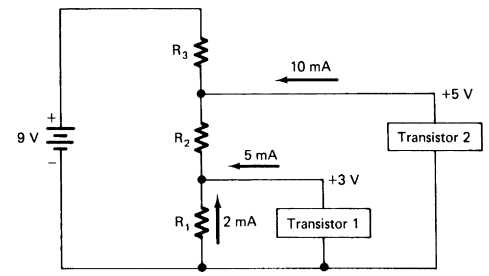

FIGURE 3-6F Voltage-divider circuit as transistor supply.
3. Two transistors are to be supplied the following dc voltages and currents: 5 V at 10 mA and 3 V at 5 mA. Use the circuit in Fig. 3-6F to determine the values of R_1, R_2, and R_3 required for this voltage-divider circuit.
4. Determine the minimum power rating of each resistor in the voltage divider of Fig. 3-6F.